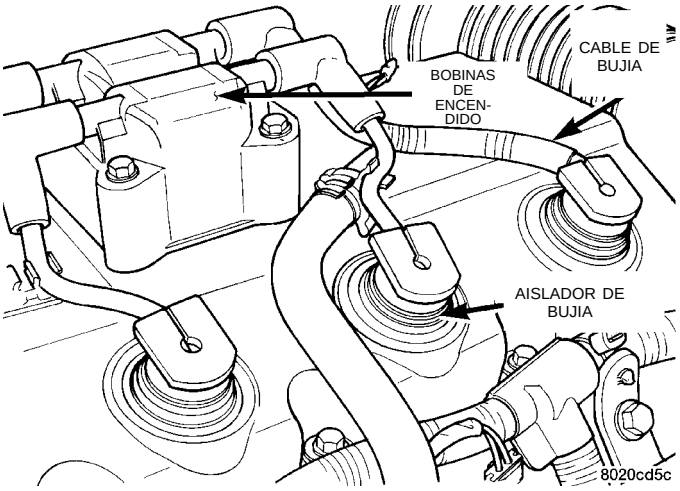

Fig. 38 Bobina de encendido y bujías— Característicos
(9) Inspeccione el conector eléctrico de la bobina de encendido. Asegúrese de que los aisladores de bujía estén firmemente asentados sobre las bujías (Fig. 38).